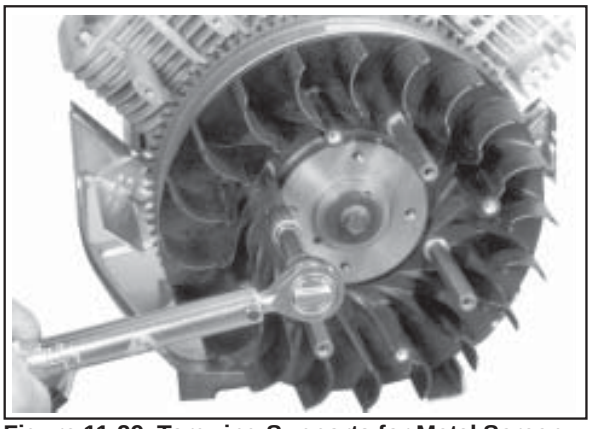

Figure 11-29. Torquing Supports for Metal Screen (Some Models).
2. Tighten the supports with a torque wrench to **9.9 N·m (99 in. lb.)**. See Figure 11-29. The grass screen will be installed to the supports after the blower housing is in place.